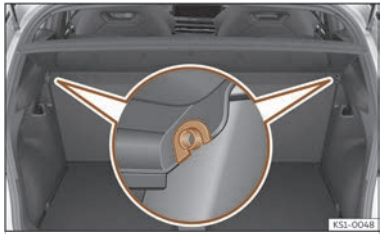

Fig. 162 In the luggage compartment: removing and installing the shelf.
- Remove the rear shelf from the side supports ››› **Fig. 162** by pulling it upwards and then take it out.
- Insert the cover horizontally so that the "recess" slots over the support fittings ››› **Fig. 162** and press down until it engages.